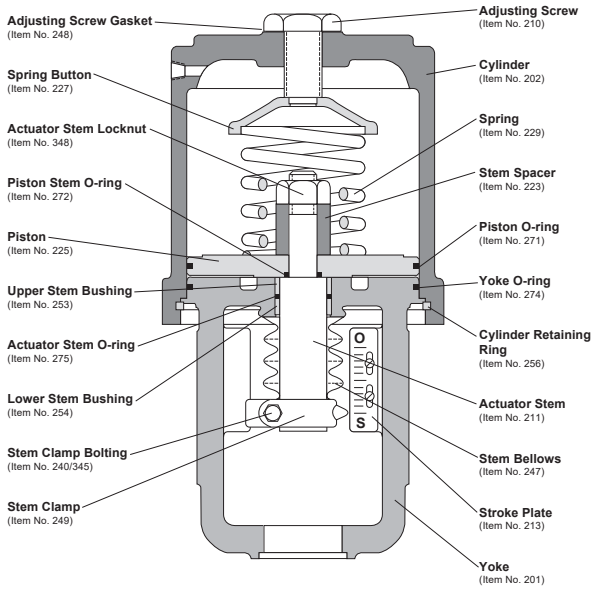

Figure 1: Air-to-retract Cylinder Actuator
Refer to Figures 1 through 5 to disassemble the cylinder actuator.
7. For air-to-retract configurations, remove the spring(s) and spring button for cleaning and inspection (see Figures 1, 3 and 5). Remove the actuator stem locknut and slide the piston and stem spacer off the actuator stem. The spring guide should be removed when using heavy-duty spring designs.
To reassemble the cylinder actuator, refer to Figures 1 through 5:
3. Lubricate the outside of the replacement bushings if the stem bushings have been removed. Press a new lower stem bushing into the actuator stem bore in the yoke until it bottoms out. Press the upper stem bushing into the bore until it is flush with the top of the yoke (refer to Figures 1 or 2).
5. Reassemble the piston, piston stem O-ring and stem spacer on the actuator stem according to the proper air-action (refer to either Figure 1 or 2). Replace the piston O-ring. Air-to-extend configurations require the spring button to be stored under actuator stem locknut. Tighten the locknut firmly.